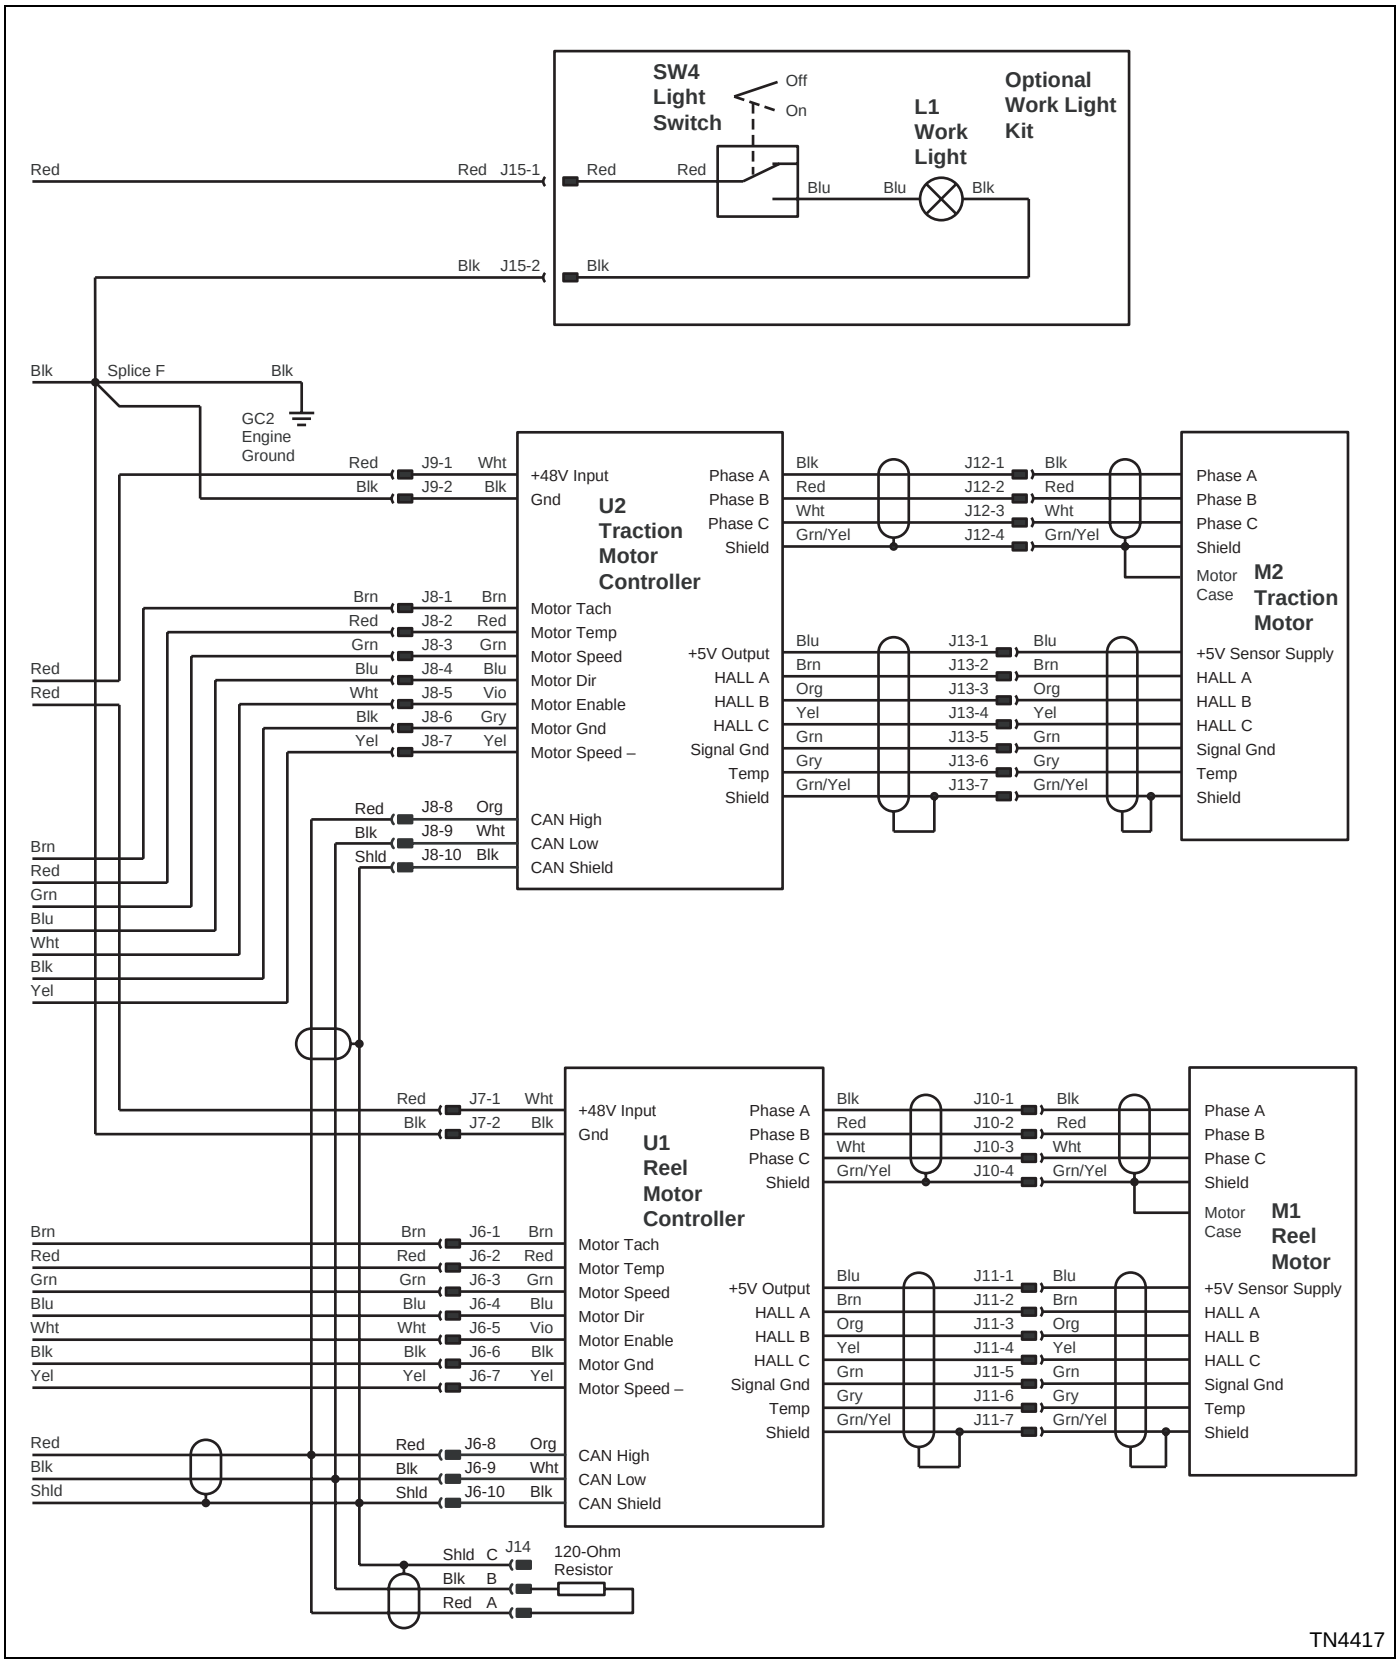

Figure 4-5
- M1—Reel Motor (See Figure 4-5.)
- M2—Traction Motor (See Figure 4-5.)
- SW4—Light Switch (See Figure 4-5.)
- U1—Reel Motor Controller (See Figure 4-5.)
- U2—Traction Motor Controller (See Figure 4-5.)